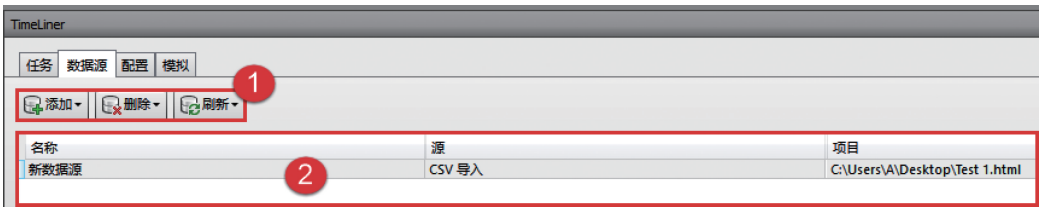

图　9-13
【数据源】选项卡由一个工具栏和数据源视图组成（见图 9-13）。该选项卡可从第三方进度安排软件（如 Microsoft Project、ASTA 和 Primavera）中导入任务。
### 1. 工具栏（图 9-13 中的①号位置）
**2. 数据源视图**（图 9-13 中的②号位置）